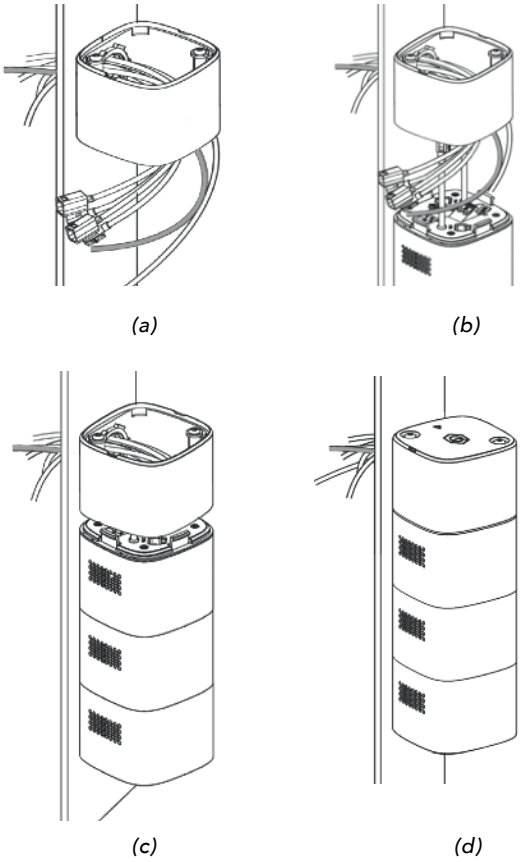

Fig 27
1. Feed CT extension cables and voltage tap cables through panel into FWC. ***Fig 27-a.***
2. Connect CT extension cables & voltage tap cables to Energy Data Gateway. Refer to sections 'Connect Voltage Tap Cables to Energy Data Gateway' & 'Connect CTs to the Energy Data Gateway'. ***Fig 27-b***.
4. Bring the Energy Data Gateway body up to the field wiring compartment and snap into place. ***Fig 27-c.***
5. Fasten end cap into FWC & Energy Data Gateway body using 2 hex screws and washers. Installed Energy Data Gateway should look as follows: ***Fig 27-d.***